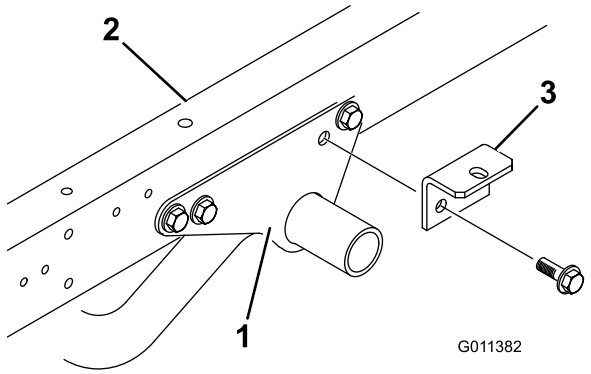

Figur 5
1. Ta bort två huvudskruvar med fläns och låsmuttrar med fläns som fäster den bakre delen av varje motorramsfäste på alla sidor av motorramen (Figur 5).
2. Fäst en redskapskoppling löst på varje motorramsfäste och fordonsram med de två huvudskruvar med fläns och låsmuttrar med fläns som du tog bort tidigare (Figur 5).